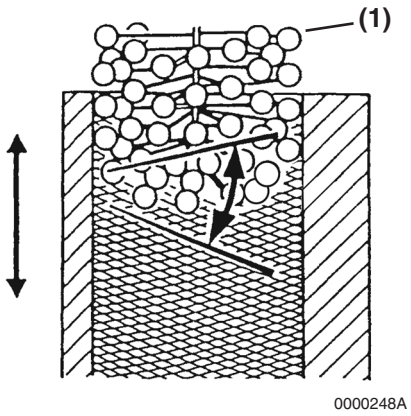

Figure 6-81
Note: When honing a cylinder, with either a ridged hone or a ball hone **(Figure 6-81, (1))**, move the rotating hone up and down in the cylinder bore to accomplish a 30° to 40° crosshatch pattern **(Figure 6-81)**. This will provide the ideal surface for the proper seating of new piston rings.